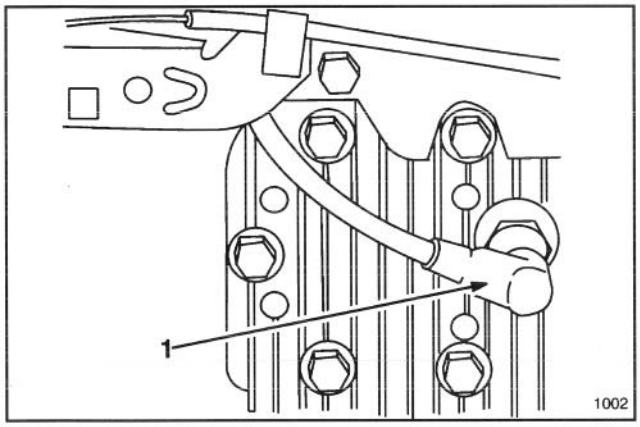

Abbildung 6
1. Das Zündkerzenkabel auf die Zündkerze stecken (Abb. 6).
1. Den Motor abstellen und das Kabel von der Zündkerze abziehen (Abb. 6).
1. Den Motor abstellen und auskühlen lassen. Das Kabel von der Zündkerze abziehen (Abb. 6).